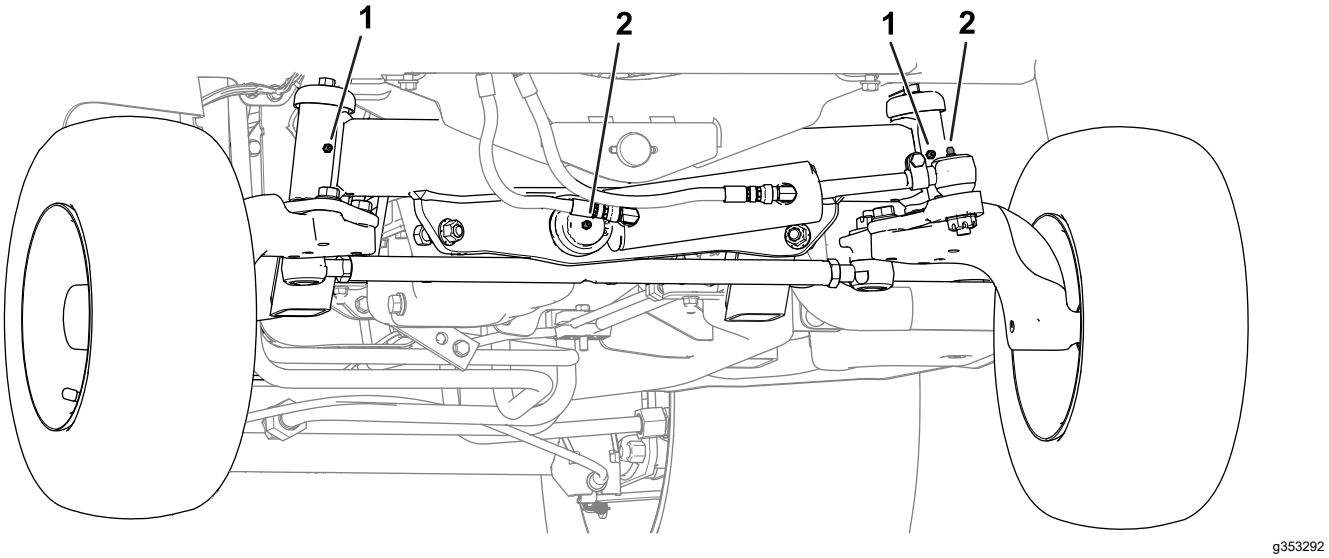

Figura 48
- **Parte posteriore della macchina** (Figura 48):
- Giunti sferici del cilindro idraulico (2)
- Mozzi dell'albero dell'assale (2)